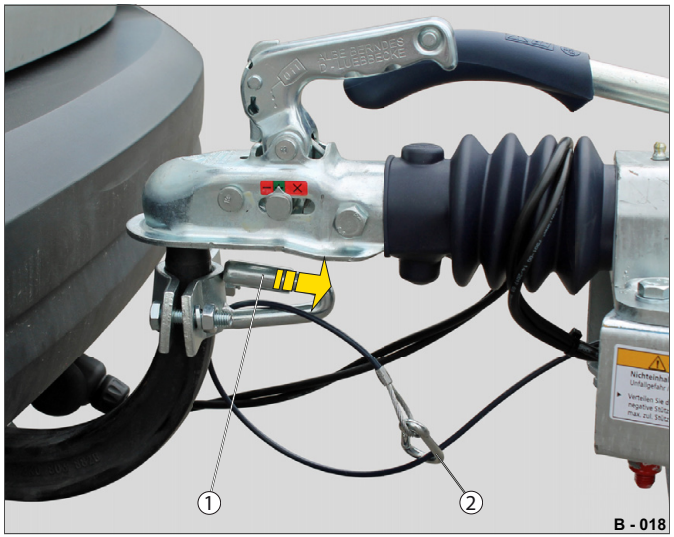

Abb. 17 Připevnění odtrhového lanka
▶ Zatáhněte za uzávěr (Abb. 17/1) upínacího zařízení a současně vložte odtrhové lanko (Abb. 17/2) jako smyčku.